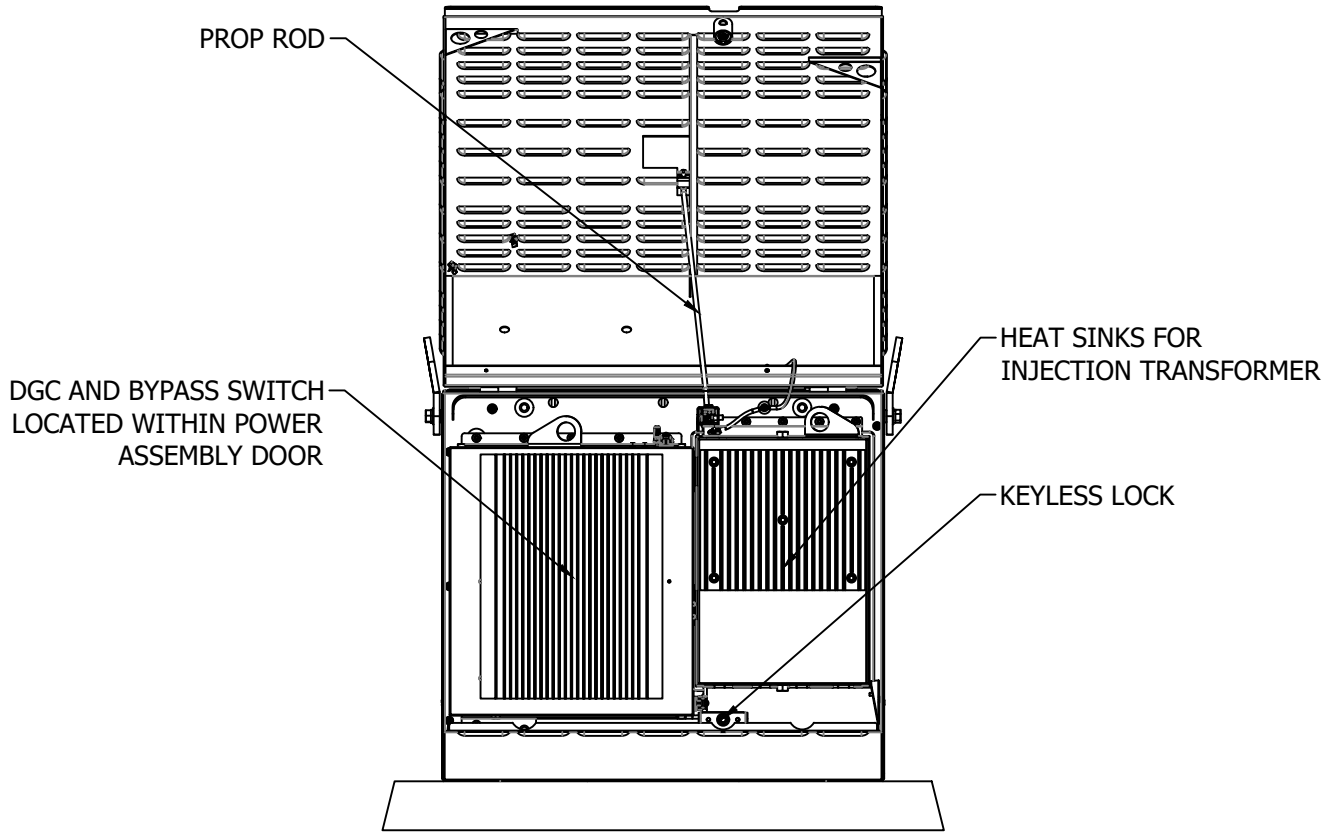

FIGURE 6
H. PRIOR TO ENERGIZING THE UNIT, THE BYPASS SWITCH SHOULD BE IN THE BYPASS POSITION. ONCE THE TRANSFORMER IS ENERGIZED, CHECK VOLTAGE ON THE SECONDARY SIDE. IF VOLTAGE IS ACCEPTABLE, TURN BYPASS SWITCH TO "ON" AND CHECK SECONDARY VOLTAGE AGAIN. SEE FIGURE 6.